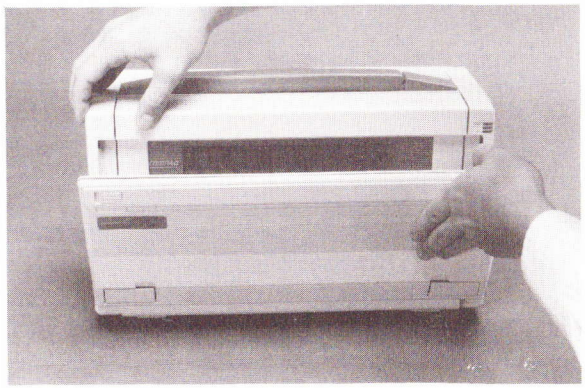

Abb. 4-2: Sichern der Tastatur
3. Klappen Sie die Tastatur ein und schieben Sie die Tastaturriegel nach außen (Abb. 4-2).